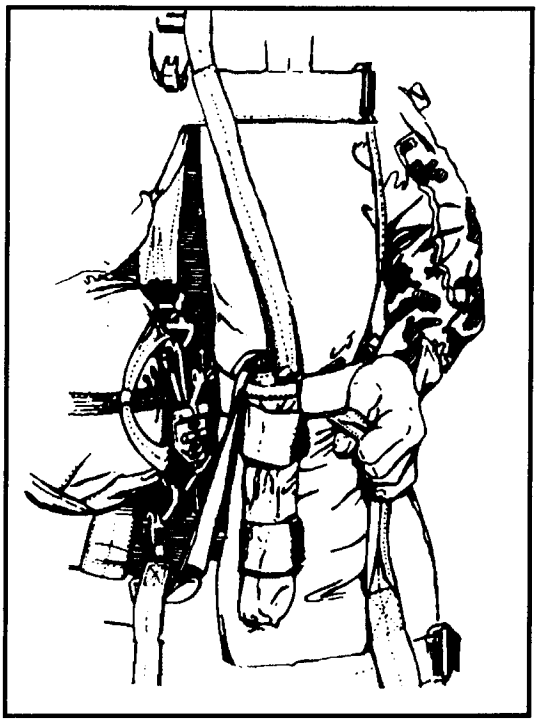

Figure 12-56. AT4JP secured.
d. Secure the AT4JP by attaching the quick-release assembly to the left D-ring outside of the H-harness snap hook (Figure 12-56, page 12-58). Ensure that the quick-release safety gate is closed and the quick-release snap is locked to the D-ring, and that the quick-release assembly release attachment sequence is inboard to outboard as follows: reserve, H-harness, and AT4JP quick-release snap.